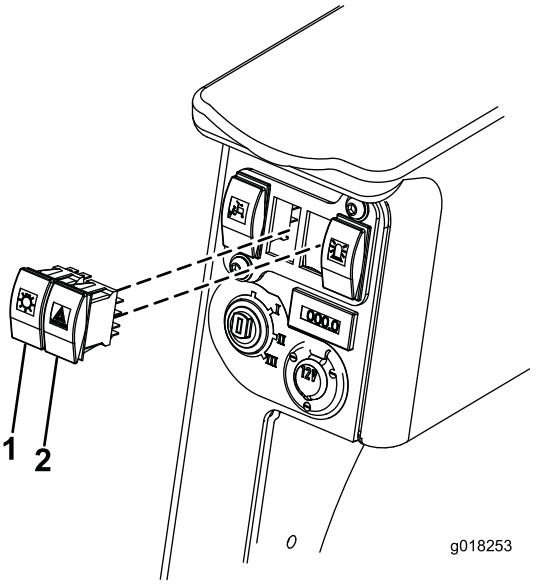

Figur 16
7. Tilslut kontakterne til lygterne og katastrofelyset til den rigtige konnektor, og skub kontakten ind i hullet (Figur 16).